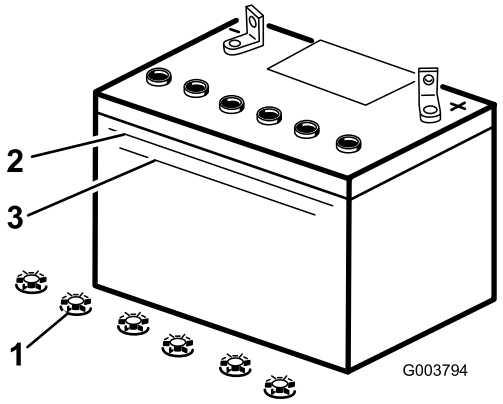

Figur 37
3. Titta på sidan av batteriet. Elektrolyten måste nå upp till den övre linjen (Figur 37). Låt inte elektrolyten sjunka under den nedre linjen (Figur 37).
3. Ta bort påfyllningslocken från batteriet (Figur 37).
4. Häll långsamt destillerat vatten i varje battericell tills elektrolytnivån når upp till batterilådans övre linje (Figur 37).
battericell tills elektrolytnivån är vid batterilådans övre linje (Figur 37).